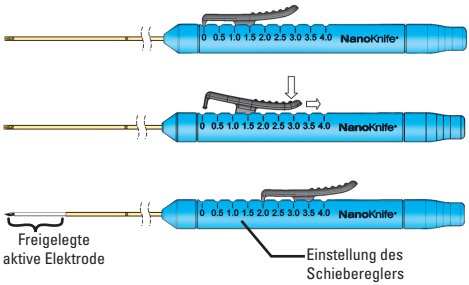

Abbildung 6: Anpassung der Elektrodenfreilegung
13. Überprüfen Sie die Länge der freigelegten Elektroden, die vom Schieberegler auf dem Handgriff angezeigt wird (siehe Abbildung 6).